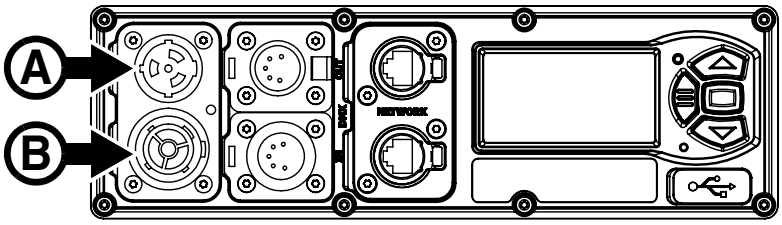

Figure 8: Mains power connections
1. See Figure 8. Line up the keys in the power input cable connector with the keyways in the MAINS IN socket (**A**). Insert the connector into the socket and twist clockwise to engage. If the connector seems difficult to twist, remove it from the socket, check that you have lined up the keyways correctly and try again – do not use excessive force. Make sure that the connector latch clicks and that the connector is locked into the socket.
If you obtain a 16/20 A-rated power input cable and 16/20 A-rated power relay cables from Martin (your Martin supplier can give details of these), you can relay mains power from one fixture to another by connecting fixtures to power in a linked daisy-chain, MAINS THRU socket (**B** in Figure 8) to MAINS IN socket (**A** in Figure 8) If you create a daisy-chain link like this, you must respect the safety limits given in the Safety Precautions chapter at the beginning of this manual, or you may create a risk of fire and electric shock.